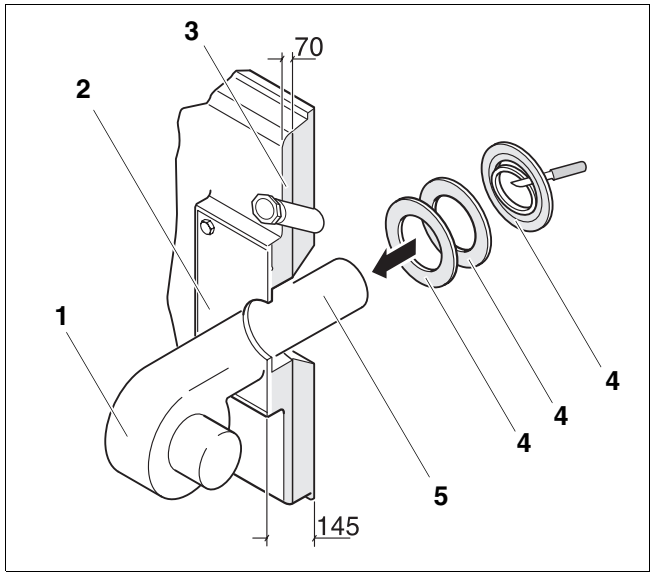

Fig. 48 Montaggio del bruciatore (Misure in mm)
- Avvitare il bruciatore (fig. 48, **pos. 1**) alla piastra del bruciatore (fig. 48, **pos. 2**).
- Ritagliare gli anelli isolanti (fig. 48, **pos. 4**) in modo corrispondente al diametro del boccaglio (fig. 48, **pos. 5**).
- Riempire lo spazio rimanente tra l'isolamento termico della porta del bruciatore (fig. 48, **pos. 3**) e il boccaglio (fig. 48, **pos. 5**) con idonei anelli isolanti (fig. 48, **pos. 4**).
- Unire l'attacco libero del foro per lo spioncino con il bruciatore (fig. 48, **pos. 1**), affinché il vetro rimanga sempre pulito.
- Collegare il cavo del bruciatore al bruciatore (fig. 48, **pos. 1**).